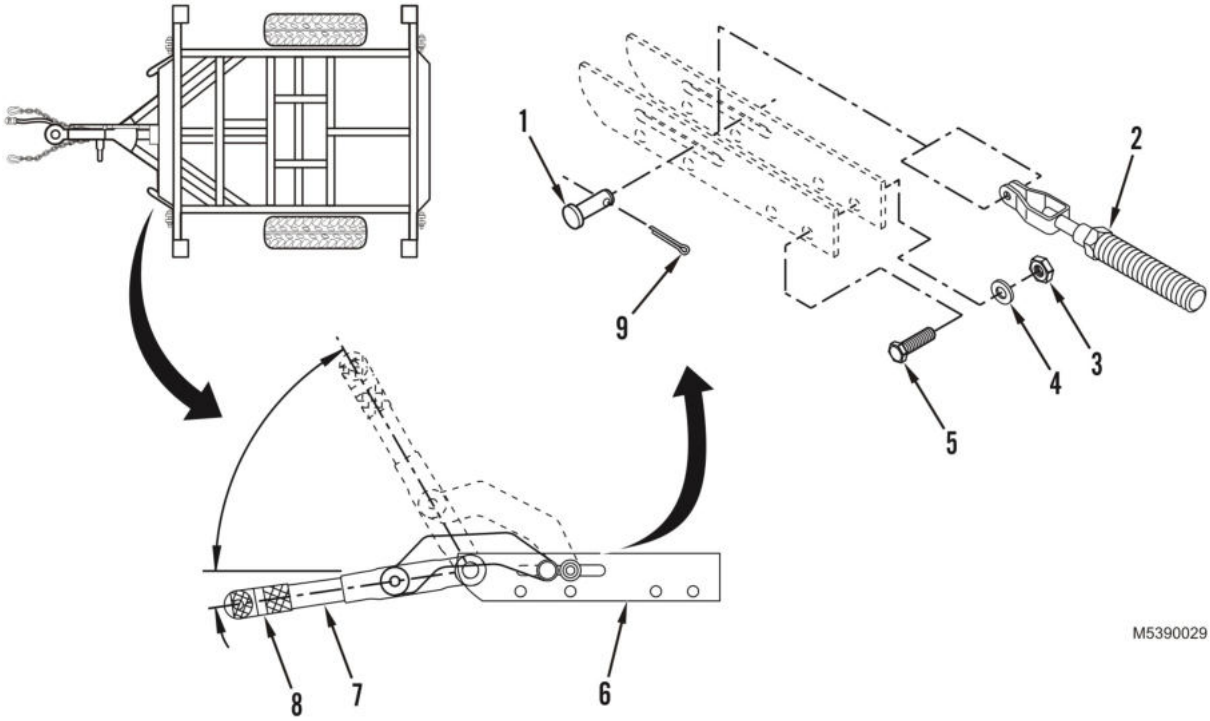

Figure 1. Handbrake Lever Removal.
2. Turn adjustment knob (Figure 1, Item 8) counterclockwise on handbrake lever (Figure 1, Item 7) to be removed to provide slack in cable.
3. Remove cotter pin (Figure 1, Item 9) from clevis pin (Figure 1, Item 1), and remove clevis pin from handbrake lever assembly (Figure 1, Item 6). Discard cotter pin.
4. Disconnect handbrake cable and sheath assembly (Figure 1, Item 2) from handbrake lever assembly (Figure 1, Item 6).
5. Remove two locknuts (Figure 1, Item 3), two washers (Figure 1, Item 4), and two capscrews (Figure 1, Item 5) securing handbrake lever assembly (Figure 1, Item 6) to frame. Discard locknuts.